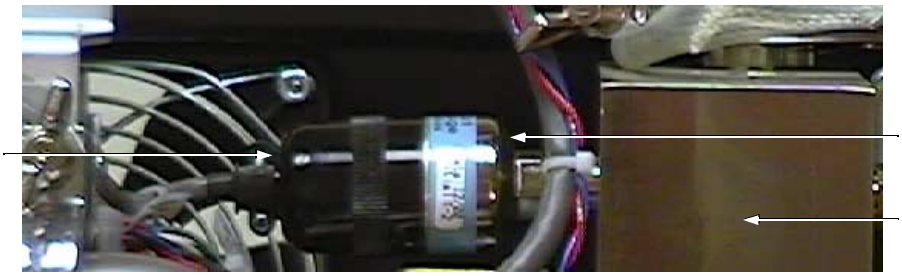

Figure 6-1 Test Port Thermocouple Gauge, Plug, and Valve Block
4. Grasp the plug and remove the plug and the thermocouple gauge from the valve block (Figure 6-1).